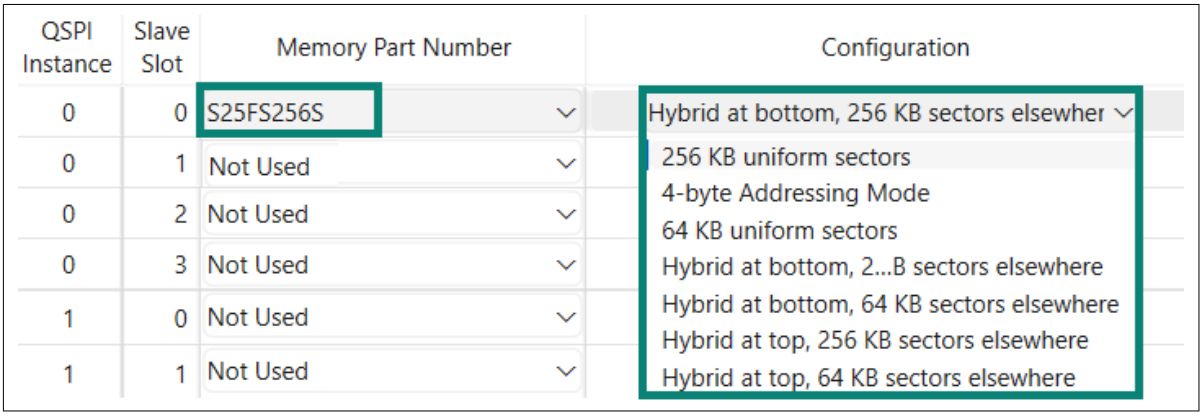

Figure 3 Multiple configurations
3. **Configuration**: If the memory part can be operated in multiple sector architectures or modes, a different `.cymem` file need to be created for each configuration. In **Configuration** field, provide an appropriate name for the configuration of `.cymem` file, such as "Hybrid at top", "Hybrid at bottom", "Uniform sectors", "3-byte addressing mode", "4-byte addressing mode", etc. to differentiate each configuration. For example, S25FS256S flash device has multiple configurations as shown in Figure 3